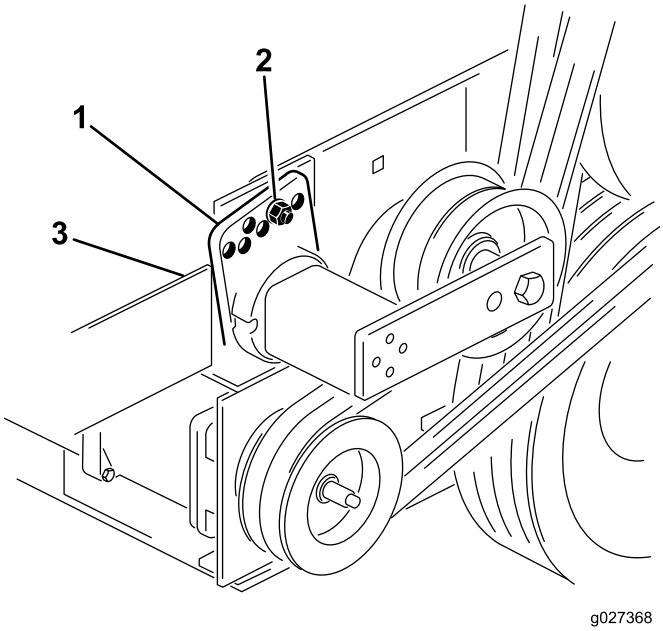

Figur 14
3. Afmonter den bolt og møtrik, der fastgør spændingsstyret til drivenheden for at løsne remspændingen (Figur 14).